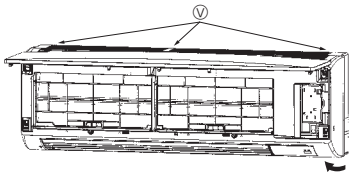
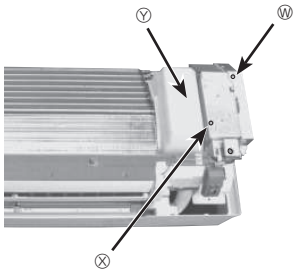

Fig. 6-3
Fig. 6-4
③ Unfix 3 hooks. (Fig. 6-3)
④ Hold the lower part of both ends of the panel and pull it slightly toward you, and then remove the panel by pushing it upward.
⑤ Remove the front and side electrical box covers (each 1 screws). (Fig. 6-4)
⑥ Remove the water cut. (Fig. 6-4)